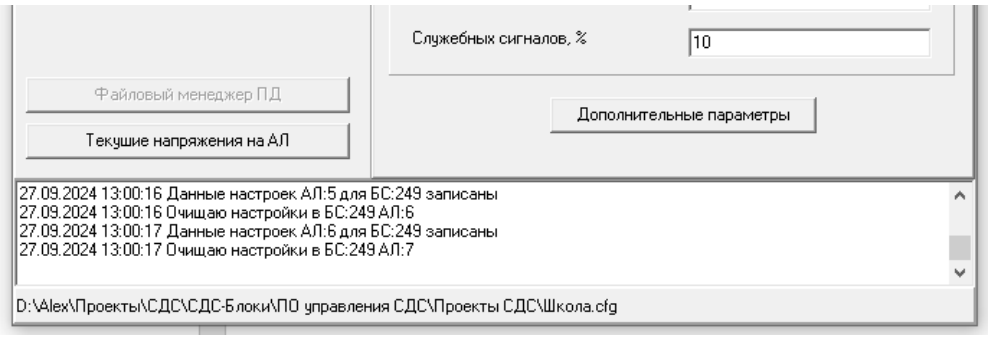

Рис.5.2
5.4 После подтверждения будет выполняться запись в оборудование. В нижнем поле программы отображается в виде текстовых сообщение процесс записи рис.5.2